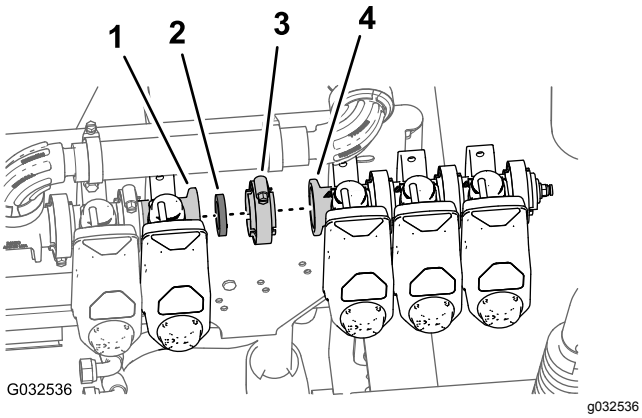

Figuur 91
1. Lijn de pakking en de flens van de klep van de linkerspuitboom (aangeduid als spuitdopklep 8) uit met de flens van spuitdopklep 7 (Figuur 91)
2. Bevestig de pakking en spuitdopklep 8 met een flensklem losjes aan spuitdopklep 7 (Figuur 91).